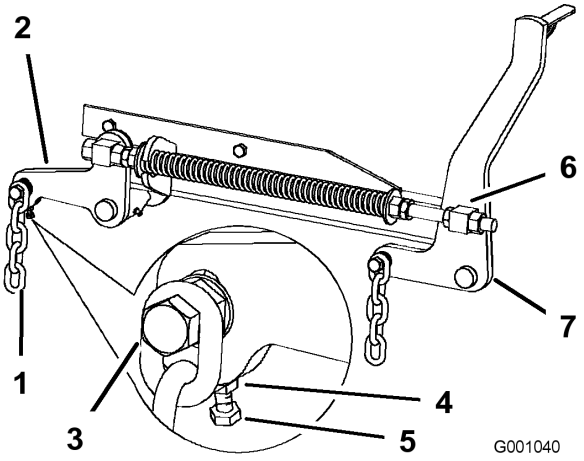

Figure 71
7. Si la distance mesurée au point **B** ou **C** n'est pas correcte, desserrez le boulon de fixation de la chaîne arrière au bras de support arrière (Figure 71).
8. Desserrez l'écrou de blocage sous le bras de support arrière et agissez sur le boulon de réglage de manière à obtenir une distance de 79 à 83 mm (3-1/8 à 3-1/4 pouce) (Figure 71).
7. Desserrez d'environ 13 mm (1/2 pouce) les écrous de blocage à l'avant des pivots avant gauche et droit (Figure 71).
8. Réglez les écrous de relevage sur les côtés gauche et droit de la machine de manière à abaisser l'avant de 6 à 10 mm (1/4 à 3/8 pouce) au point A par rapport au point **B** à l'arrière (Figure 71).